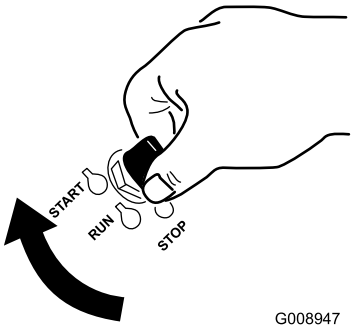

Figure 15
1. Tournez la clé de contact à la position de démarrage (Figure 15). Relâchez la clé quand le moteur démarre.
6. Tournez la clé de contact à la position de démarrage (Figure 15). Relâchez la clé quand le moteur démarre.